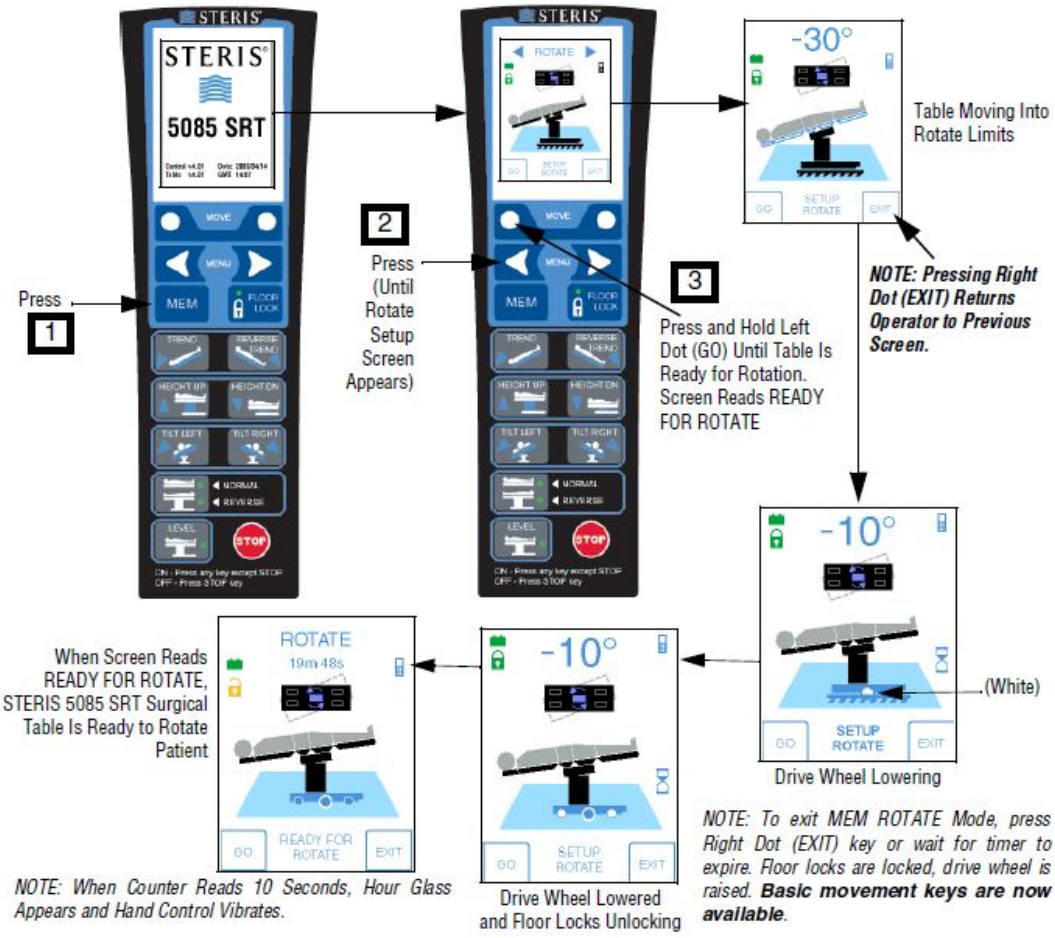
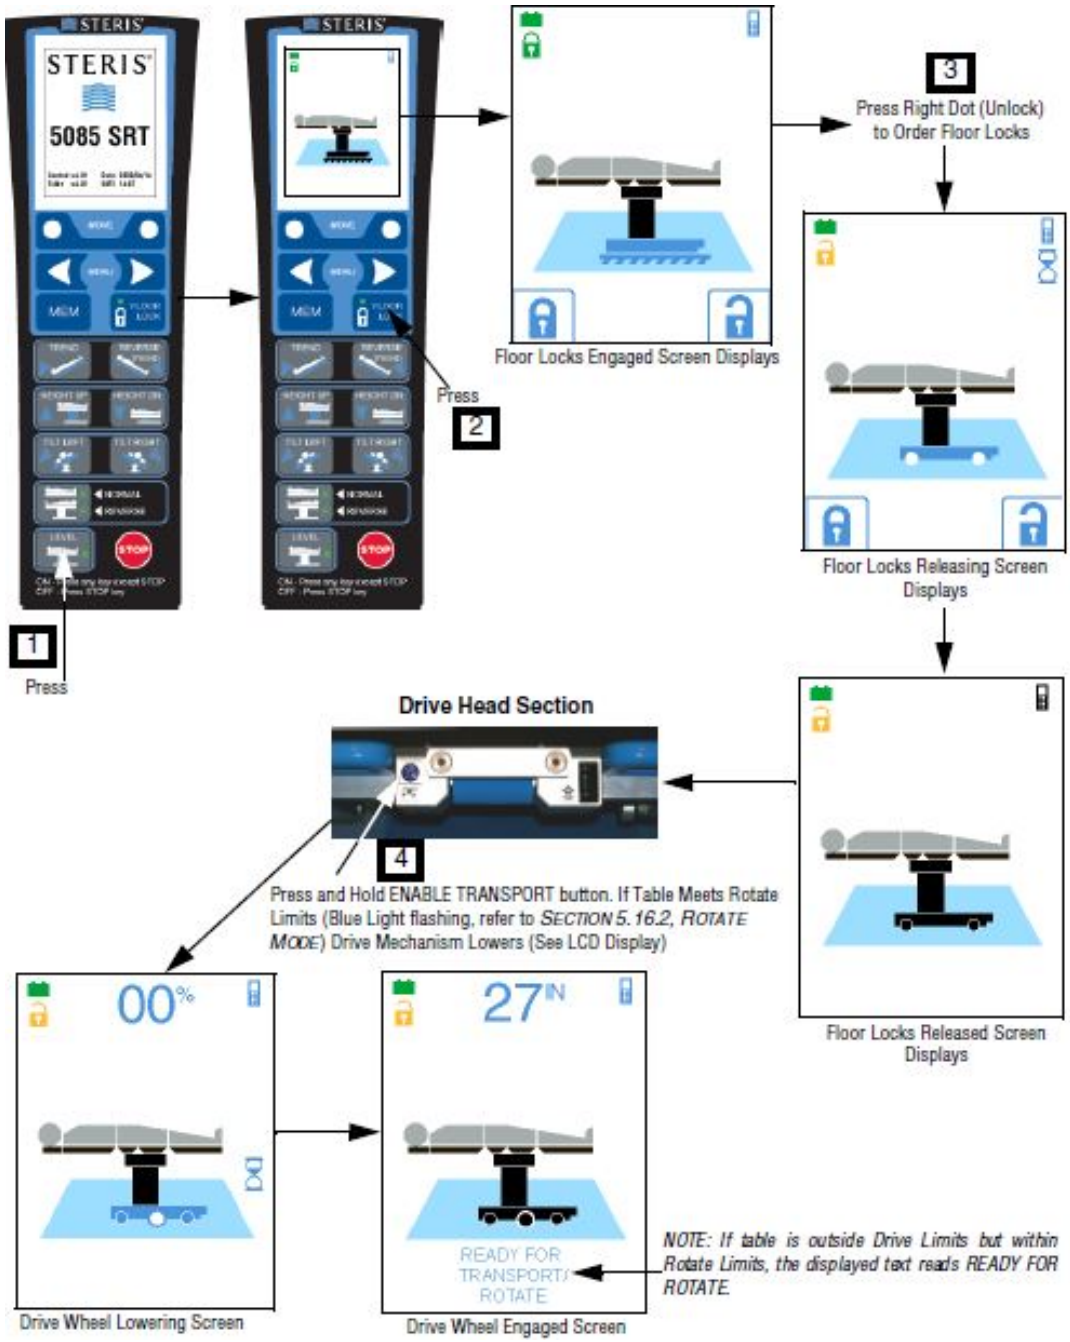

Figure 5-4. Table Rotate Function, Automatic Mode
Figure 5-5. Table Rotate Function, Manual Mode
6. **Rotate patient or table as shown in *Figure 5-4* (Automatic Mode) or *Figure 5-5* (Manual Mode).**